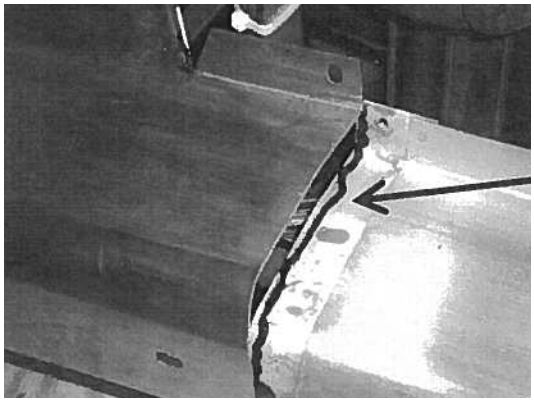

Figura 7-4. Selle las áreas de contacto entre las cubiertas de la base delantera y trasera
3. Selle las áreas de contacto entre las cubiertas de la base delantera y trasera como se muestra en*Figura 7-4*.